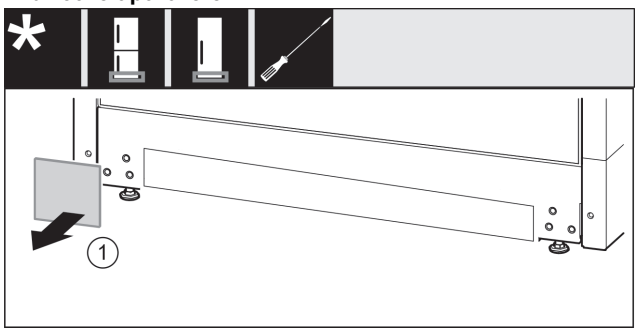

Fig. 14
▶ Scoateți capacul *Fig. 14 (1)*.